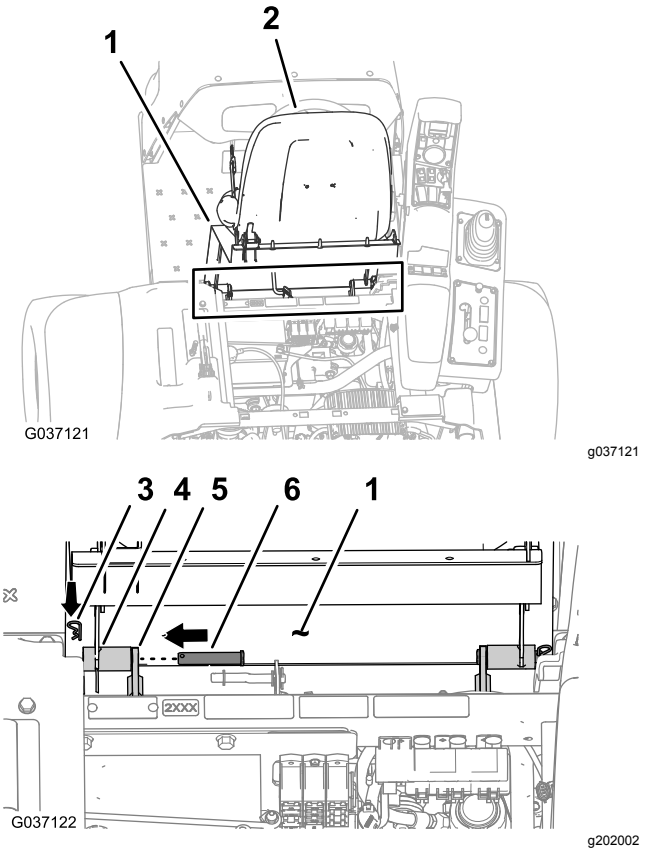

Rysunek 223
2. Ustaw otwory w mocowaniu osi obrotu wgłębienia fotela równo z otworami we wsporniku na ramie (Rysunek 223).
3. Zamocuj wgłębienie fotela do wsporników na ramie za pomocą 2 sworzni osi obrotu (Rysunek 223).
4. Zamocuj sworznie osi obrotu do maszyny za pomocą 2 zawleczek (Rysunek 223).